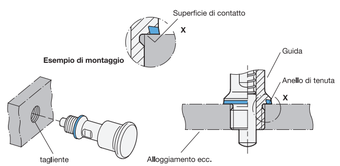

Figura 2
- Il foro di innesto deve essere progettato in modo tale che la spalla metallica all'interno dell'anello di tenuta poggi il più possibile sul sottofondo e consenta il bloccaggio sull'arresto metallico (tolleranza di +0,05/+0,2). L'anello di tenuta deve poggiare completamente sul sottofondo (Figura 2).